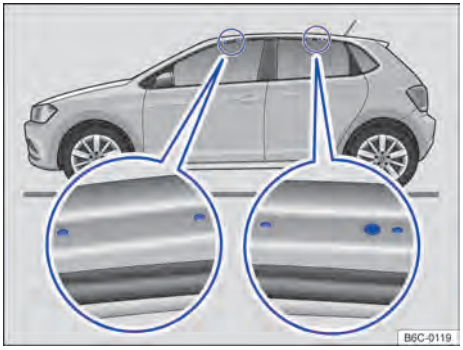

Fig. 156 Puntos de fijación de los soportes básicos del portaequipaje de techo (ambos lados)
Los orificios o marcas de los puntos de fijación de los soportes básicos son visibles con las puertas (delanteras y traseras) del vehículo abiertas y se encuentran a los lados en las vigas del techo → fig. 156 (lupa). Los orificios o marcas para fijación detrás se encuentran en la parte inferior de las vigas del techo → fig. 156 (lupa derecha).
- Fije los soportes de base solo en las marcas indicadas en la figura → fig. 156.